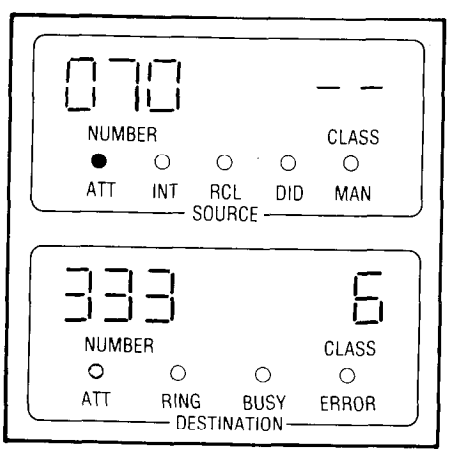

Fig. 351-3
- SOURCE display (Fig. 351-3) shows the number of the calling trunk ATT lamp lit
SPLIT CALL TO SOURCE (FIG. 351-3)